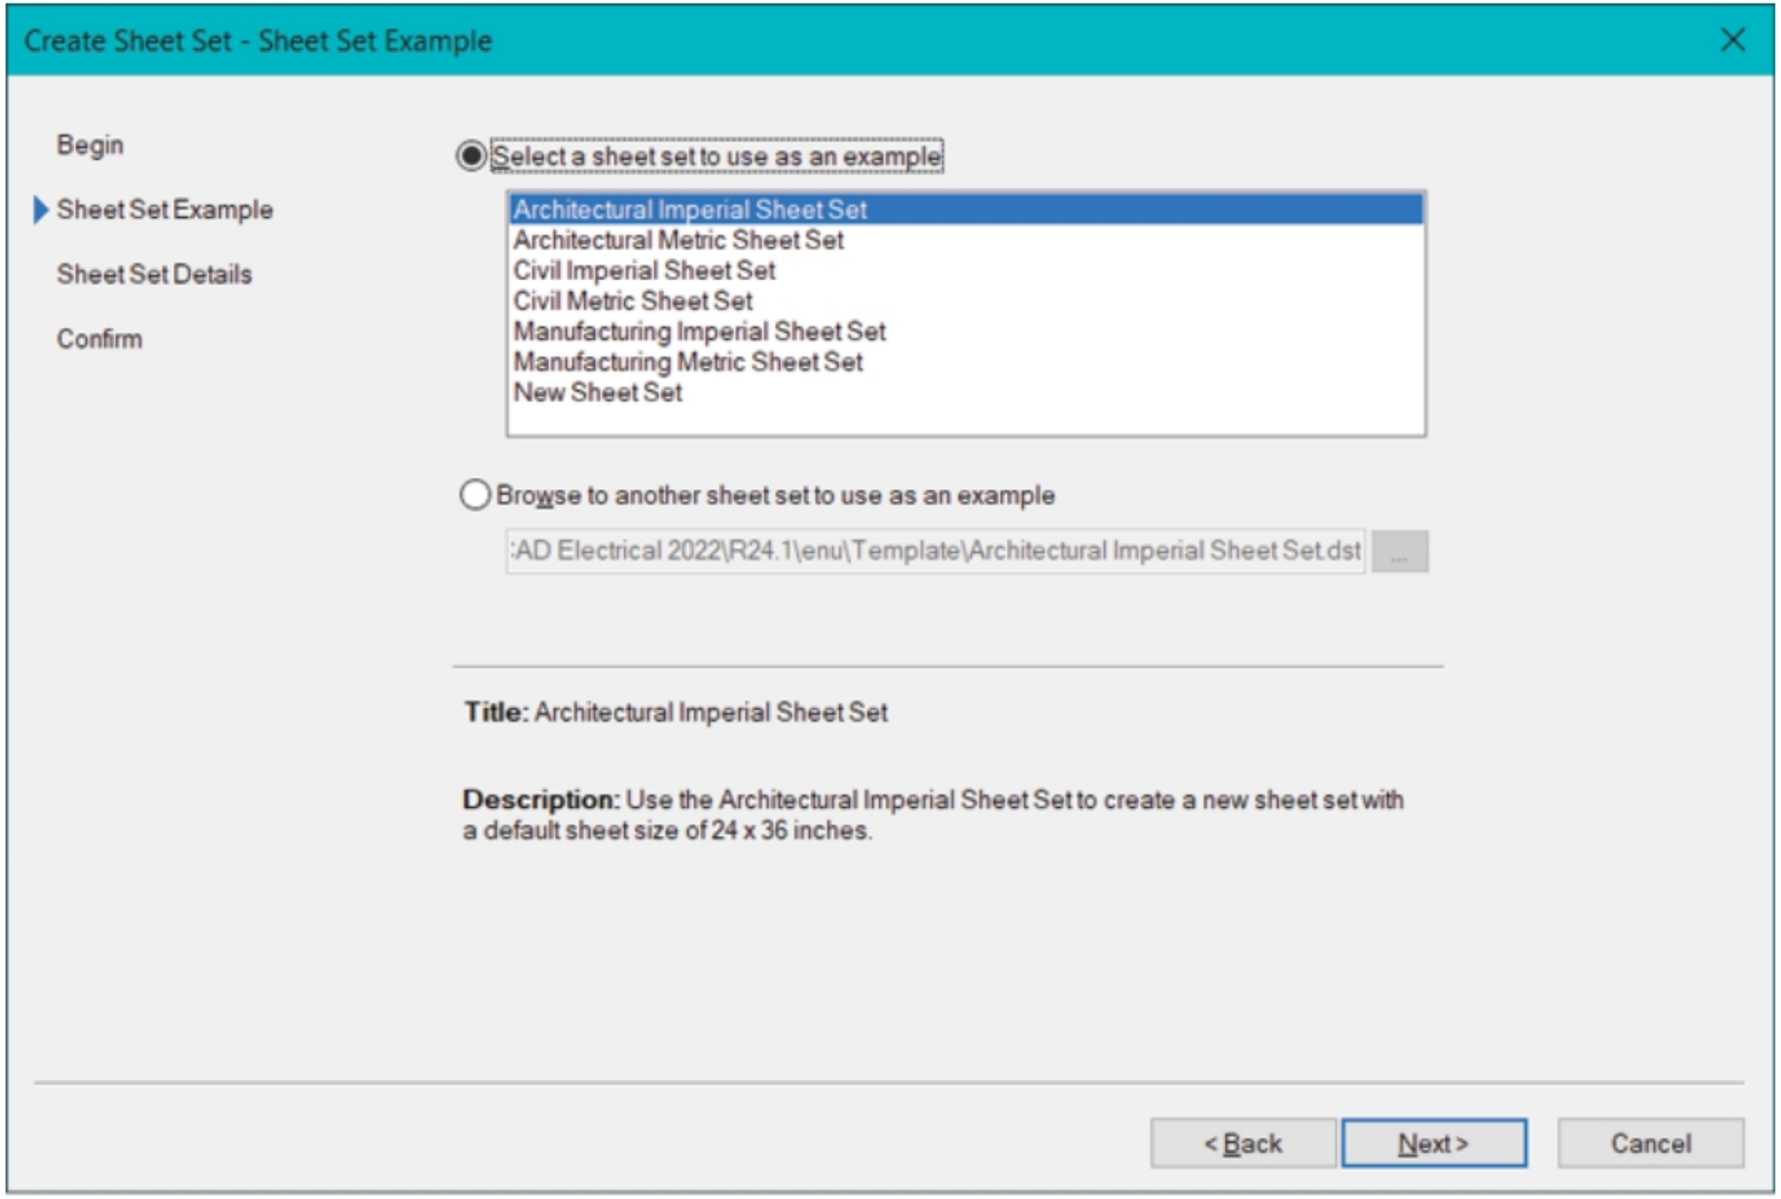

Figure-30. Sheet Set Example page of Create Sheet Set dialog box
- Click on the **Next** button from the dialog box. The **Sheet Set Example** page of **Create Sheet Set** dialog box will be displayed; refer to Figure-30.